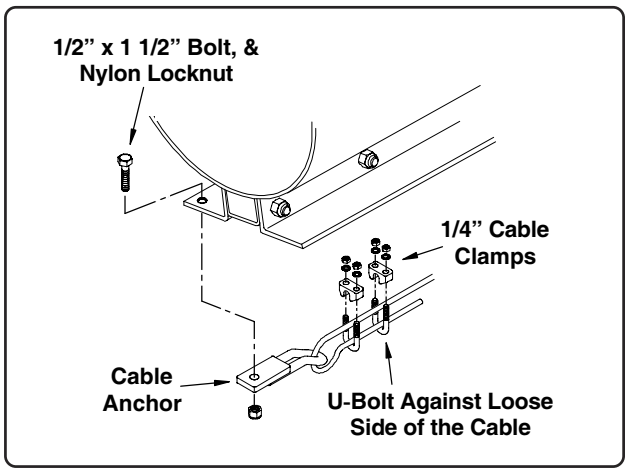

Fig. 36
1. Install the winch cable anchor onto the lower portion of the left-side track (the mounting hole is predrilled into the track, See Fig. 36 below).